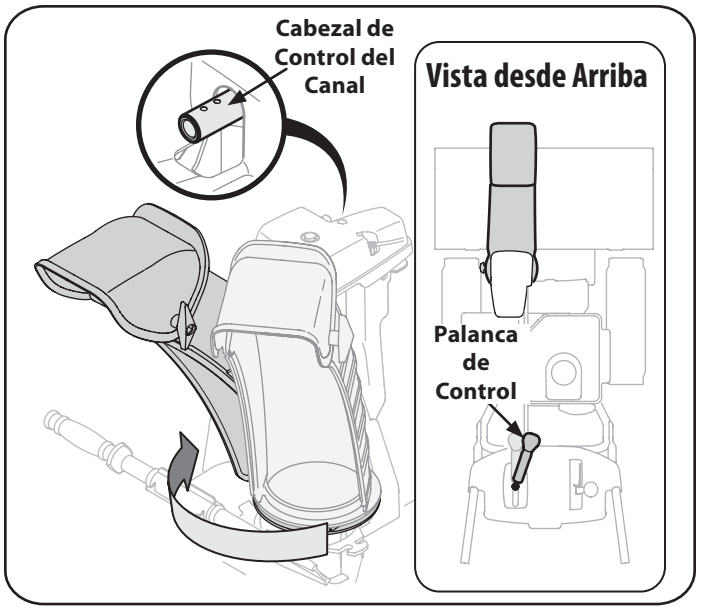

Figura 5
5. Apriete el disparador en la palanca de control y gire el canal manualmente para que mire hacia delante. Los orificios en el cabezal de control del canal estarán mirando hacia arriba. Vea la figura 5.